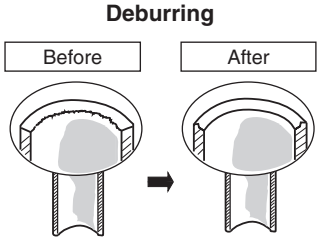

Fig. 5-1
(1) Cut the copper tube to the required length with a tube cutter. It is recommended to cut approx. 30 – 50 cm longer than the tubing length you estimate.
(2) Remove burrs at each end of the copper tubing with a tube reamer or file. This process is important and should be done carefully to make a good flare. Be sure to keep any contaminants (moisture, dirt, metal filings, etc.) from entering the tubing. (Figs. 5-1 and 5-2)